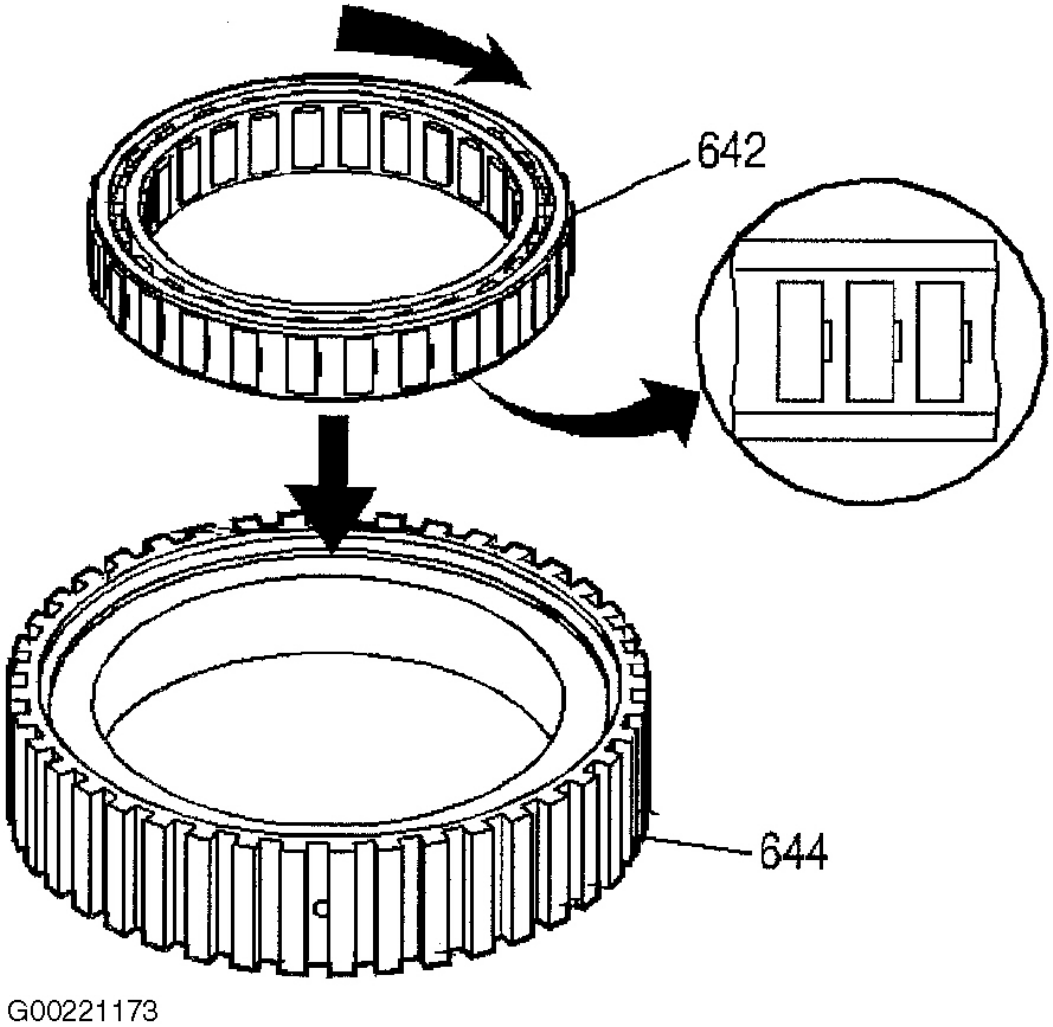

Fig. 53: Installing Forward Sprag Assembly
1. Install the forward sprag assembly (642) into the forward clutch outer race (644). See **Fig. 53** .